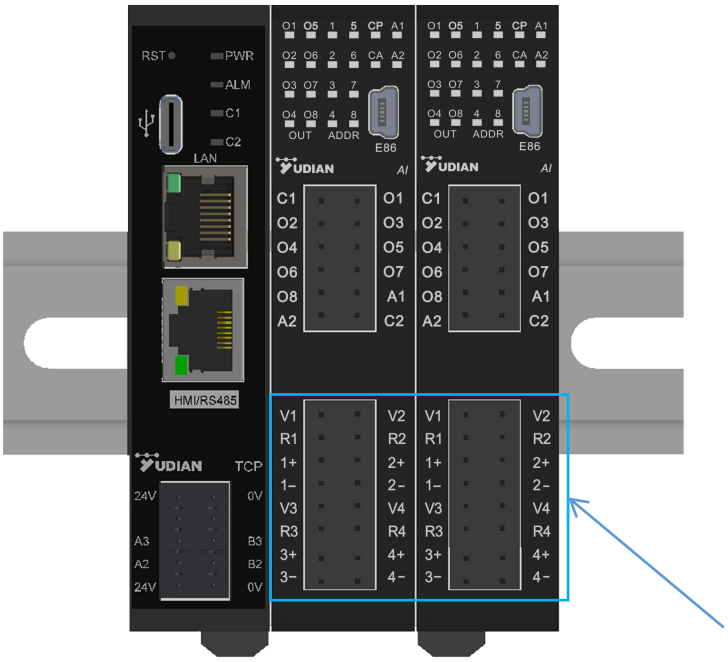

图 1
(1) 请将模块安装到厚度 1.2 mm 的 35 mm DIN 导轨上。
(2) 仪表附近若有其他发热设备如调功器、固态继电器，应排布在仪表上方或离输入端较远的一侧；如上图所示的安装方式，输入端在箭头指示位置，请尽量远离热源，保证散热（图 1）。